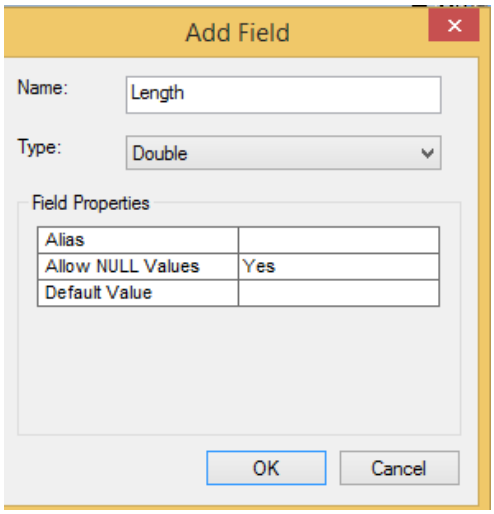

Figure 5.7.Add Field
- Add the name of the field/column as 'length' and select 'double' from drown down list of type and click ok as shown in figure 5.7. There are many different data field types and carefully add that type which is most appropriate for your data. Here field type double is selected, because the length contains decimal values for more precision.